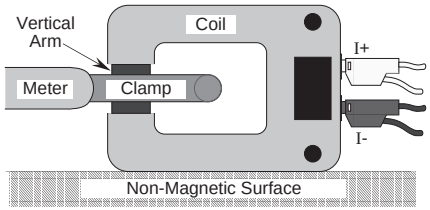

Fig. 4.6.6 Position of Clamp
- *Fig 4.6.6*. With the coils located on a non-magnetic surface (not the work mat, as it has a steel core), place the clamp in position so that it surrounds the vertical arm of the coil. Keep the clamp mid-way up the vertical arm, and away from the corners.